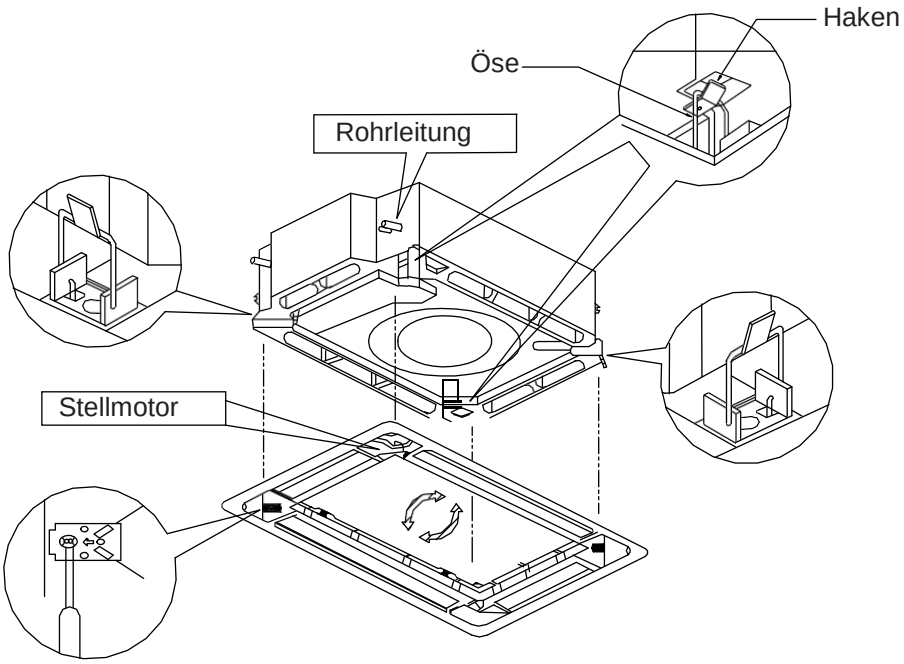

Bild 36: Montage der Blende
- Blende ausrichten: Ecke mit Stellmotor sitzt unter der Ecke mit den Rohranschlüssen (siehe Bild 36)